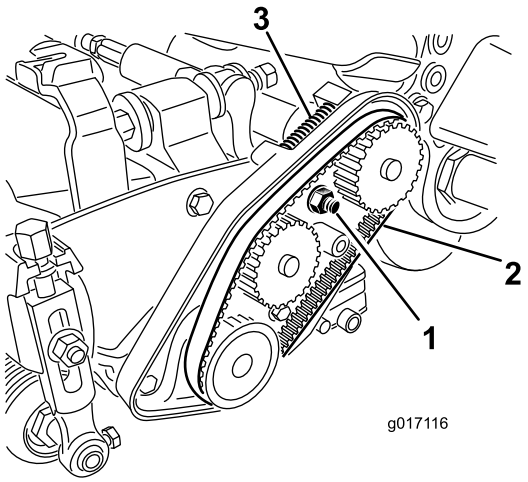

Figura 14
3. Allentate il dado di montaggio della sede del cuscinetto (Figura 14).
5. Rimuovete la cinghia (Figura 14).
12. Accertatevi che la molla di compressione metta in tensione la cinghia (Figura 14).